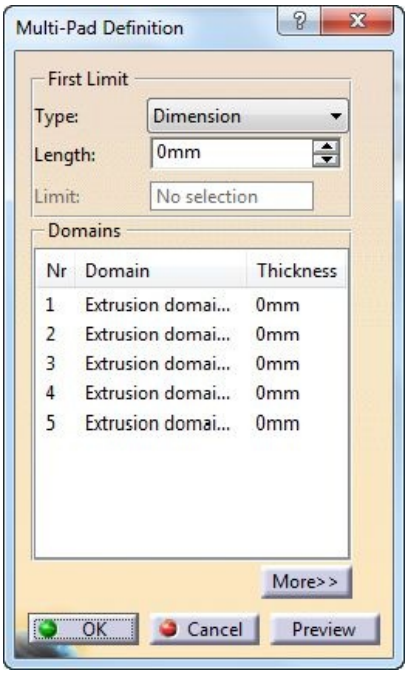

Figure 5-85 *The* ***Multi-Pad Definition*** *dialog box*
b. Using the **Multi-pad** tool, create the solid, shown in Figure 5-85 by specifying different distances .
2. Select the sketch; the **Multi-Pad Definition** dialog box is displayed, as shown in Figure 5-85.